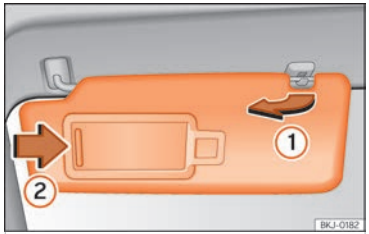

Fig. 81 Para-sol.
- El para-sol es pot extreure de la fixació i girar-se cap a la porta ››› fig. 81 ①.